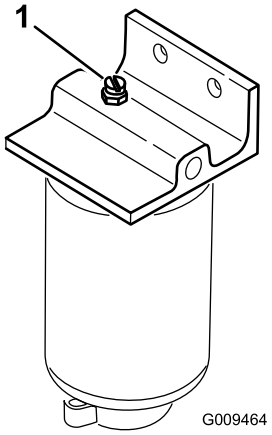

Figur 43
3. Åbn udluftningsproppen på brændstof/vandudskilleren (Figur 43)